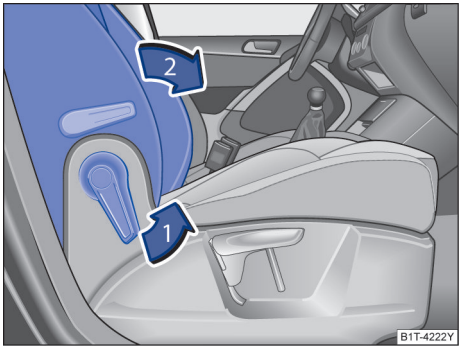

图 80 向前翻折副驾驶座椅靠背
– 将副驾驶座椅靠背沿着箭头方向→ 图 80①进行解锁。
– 将副驾驶座椅靠背沿着箭头方向②向前翻转至水平位置。